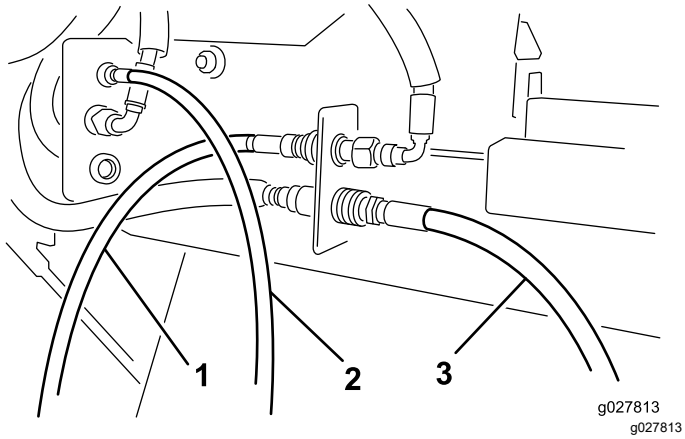

Figuur 5
5. Sluit de snelkoppelingen van de hydraulische motorslangen aan op de koppelingen van de Versa Vac zoals getoond in Figuur 5.